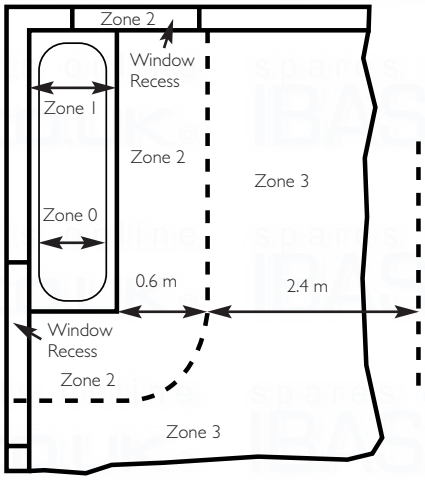

Fig. 11 In GB Only
1. As the boiler is fitted with an integral timer when installed in a room containing a bath or shower it cannot be fitted in zones 1 or 2. (Figs. 11 & 12 shows zone dimensions for a bathtub. For other examples refer to Section 601 of the Current I.E.E. Wiring Regulations). Reference must be made to the relevant requirements. In GB this is the current I.E.E. Wiring Regulations and Building Regulations.